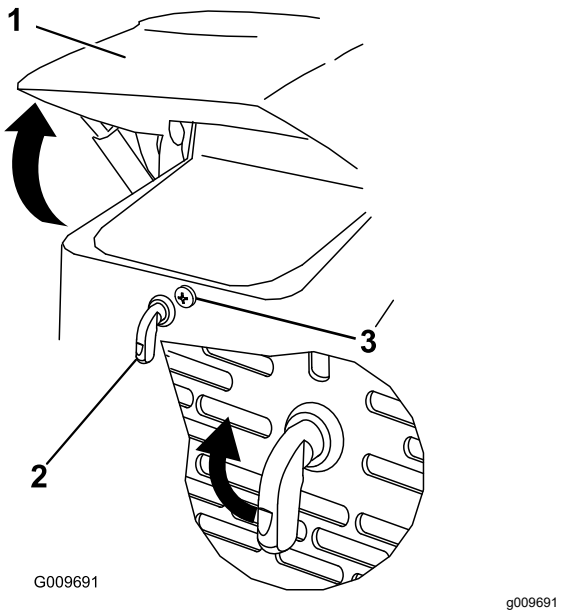

Figura 24
1. Afloje el tornillo de bloqueo del capó (Figura 24).
2. Giro el cierre del capó en el sentido de las agujas del reloj (Figura 24).
3. Levante el capó (Figura 24).
3. Apriete el tornillo de bloqueo del capó para bloquear el cierre (Figura 24).